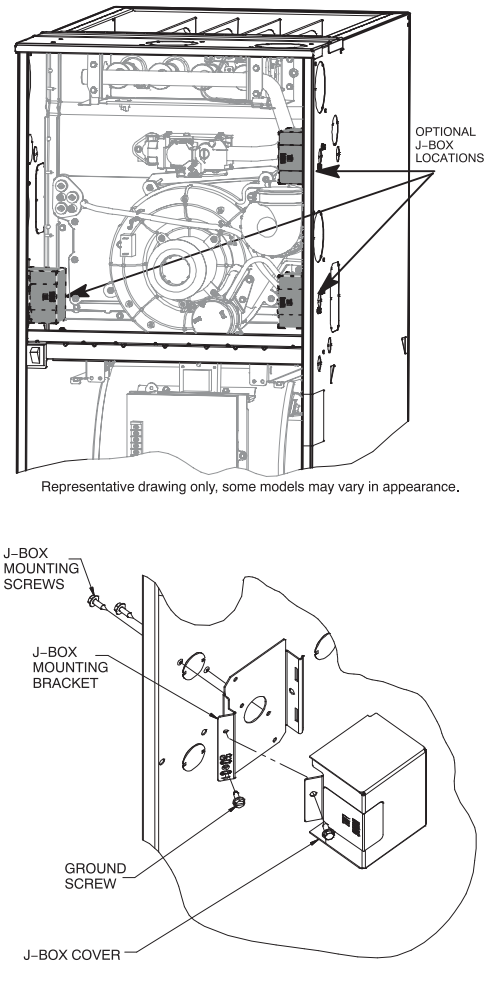

Fig. 36 - Installing J-Box (When Used)
The J-Box cover, mounting bracket and screws are shipped in the loose parts bag included with the furnace. See Fig. 36 for J-Box mounting locations.
1. Install J-Box mounting bracket to inside of furnace casing. See Fig. 36.
5. Connect field ground wire and factory ground wire to green ground screw on J-Box mounting bracket as shown in Fig. 36.
7. Attach furnace J-Box cover to mounting bracket with screws supplied in loose parts bag. Do not pinch wires between cover and bracket. See Fig. 36.
4. Connect field ground wire and factory ground wire to green ground screw on J-Box mounting bracket as shown in Fig. 36.